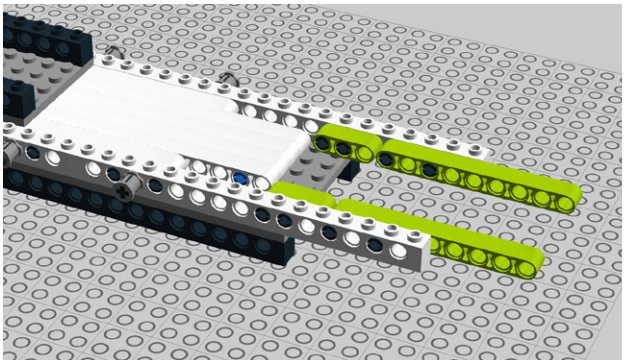

Figure 8-59. *Step 54: Attaching two each 3M and 9M beams*
54. Attach two 3M beams and two 9M beams (Figure 8-59).